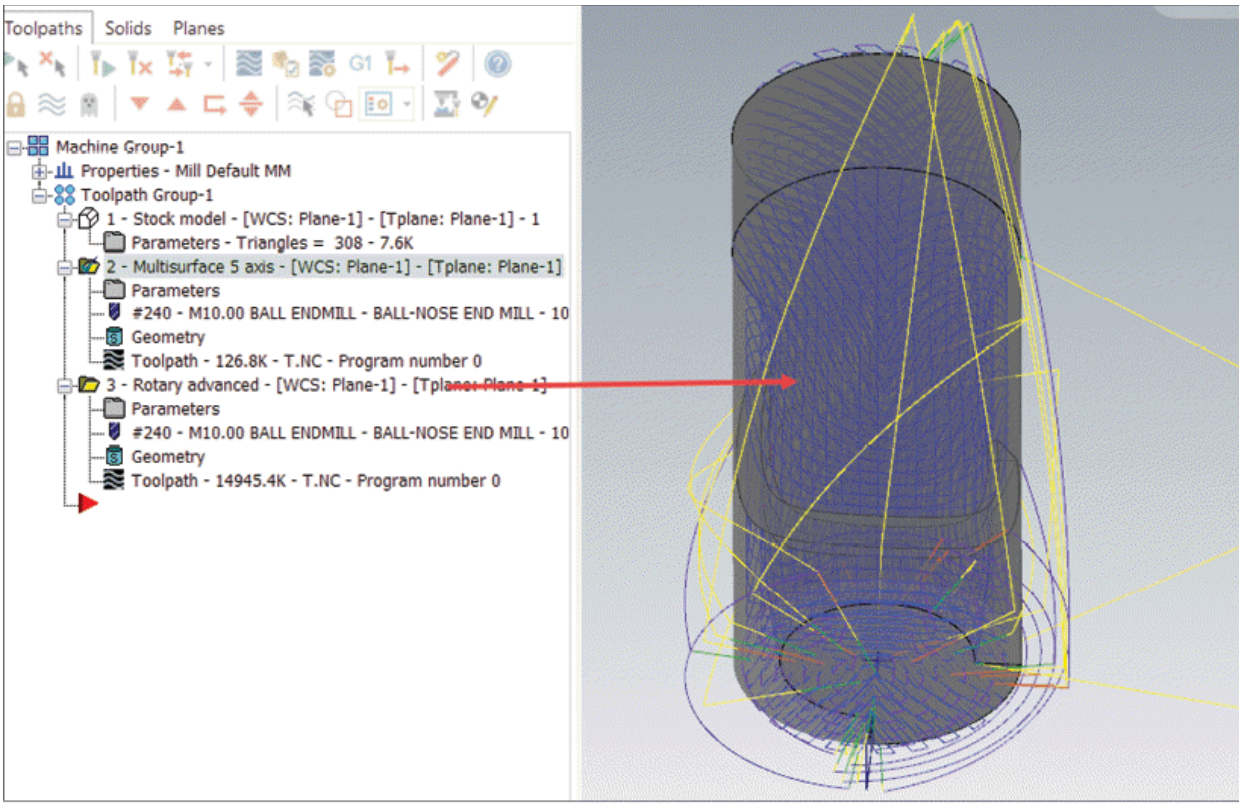

Figure-57. Advanced Rotary toolpath created
- Set the other parameters as discussed earlier and click on the **OK** button to create the toolpath; refer to Figure-57.